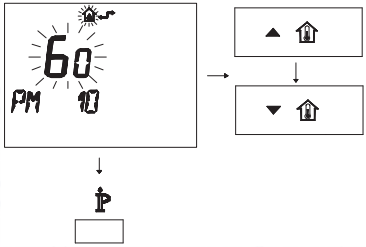

Fig. 7.39
- To modify the programmed SET, act on buttons ▲ or ▼ and wait for the number programmed to flash (Fig. 7.39).